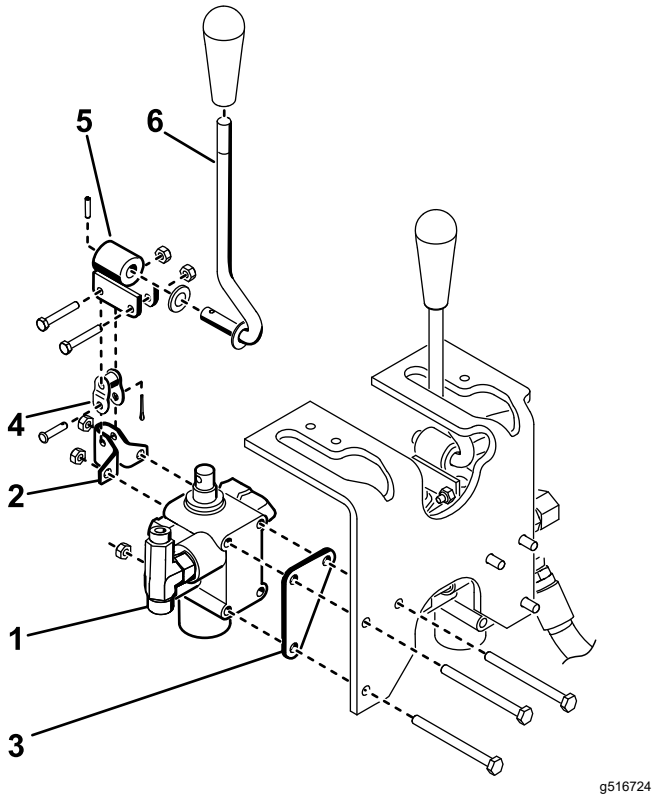

Figura 10
4. Monte el conjunto de la válvula, el soporte del pivote y la chapa de la válvula al bastidor con 3 pernos (¼" × 3") y 3 contratuercas (Figura 10). Posicione la chapa de la válvula contra la parte delantera del travesaño del bastidor mientras realiza de montaje, y apriete las fijaciones a 10-12 N·m.
5. Monte provisionalmente la palanca de pivote en el actuador de la válvula y en el eslabón de unión con 2 pernos (N.º 10 × 1¼") y 2 contratuercas (Figura 10).